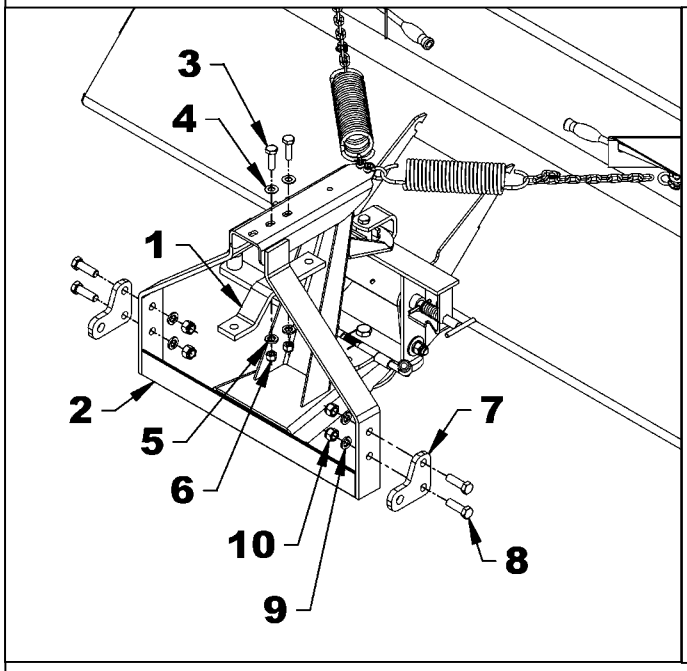

Figure 9C
- **Si la distance A est égale ou plus petite que 3", utiliser l'option d'installation 2 - figures 9C-10C**